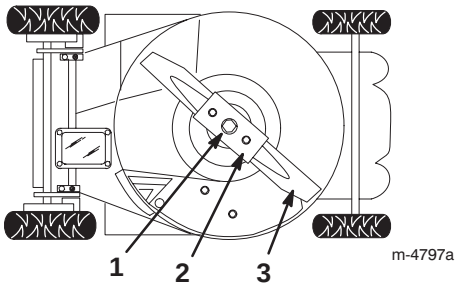

Bild 19
4. Kippen Sie den Rasenmäher auf seine **linke** Seite (Luftfilter hoch) (Bild 19).
2. Entfernen Sie die Messerschraube, Sicherungsscheibe, das Messer und die Messerverstärkung (Bild 19).